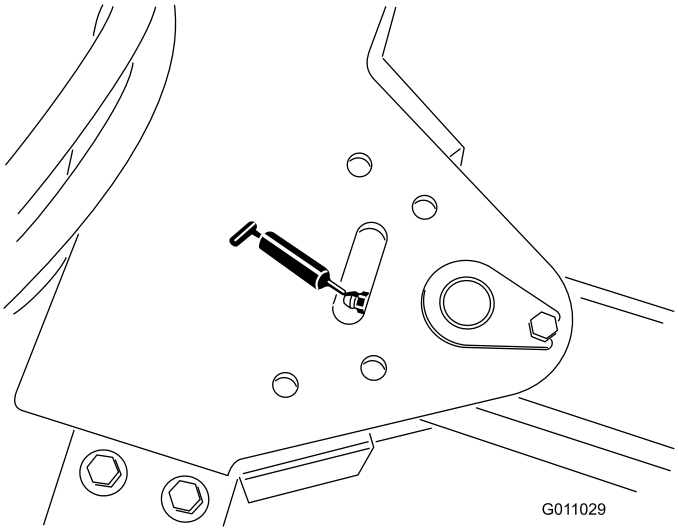

Figur 33
- Koblingsarmaksel (1) (Figur 33).